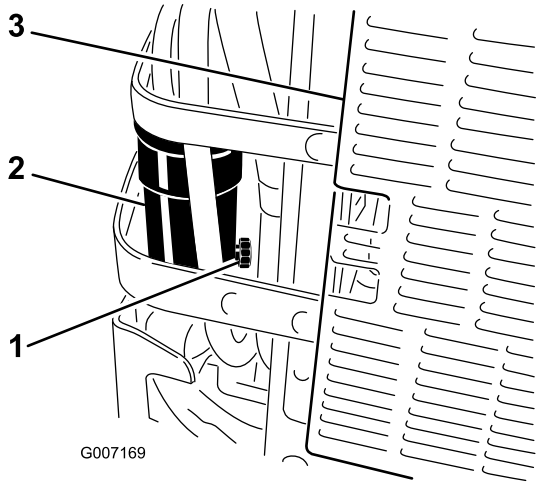

Figuur 41
6. Open de aftapklep op de waterafscheider ongeveer één slag om water en andere verontreinigingen weg te laten lopen (Figuur 41).
7. Sluit de aftapklep als er dieselbrandstof naar buiten komt (Figuur 41).